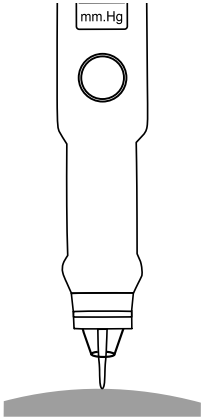

Рисунок 18
6. Удерживая тонометр вертикально, плавно опустите его на 2-3 мм. При этом включается динамическое воздействие, ощущаемое как легкая вибрация. При измерении необходимо следить за тем, чтобы защитное кольцо тонометра не касалось века, а располагалось выше века на 2-3 мм (рис. 18, 19).